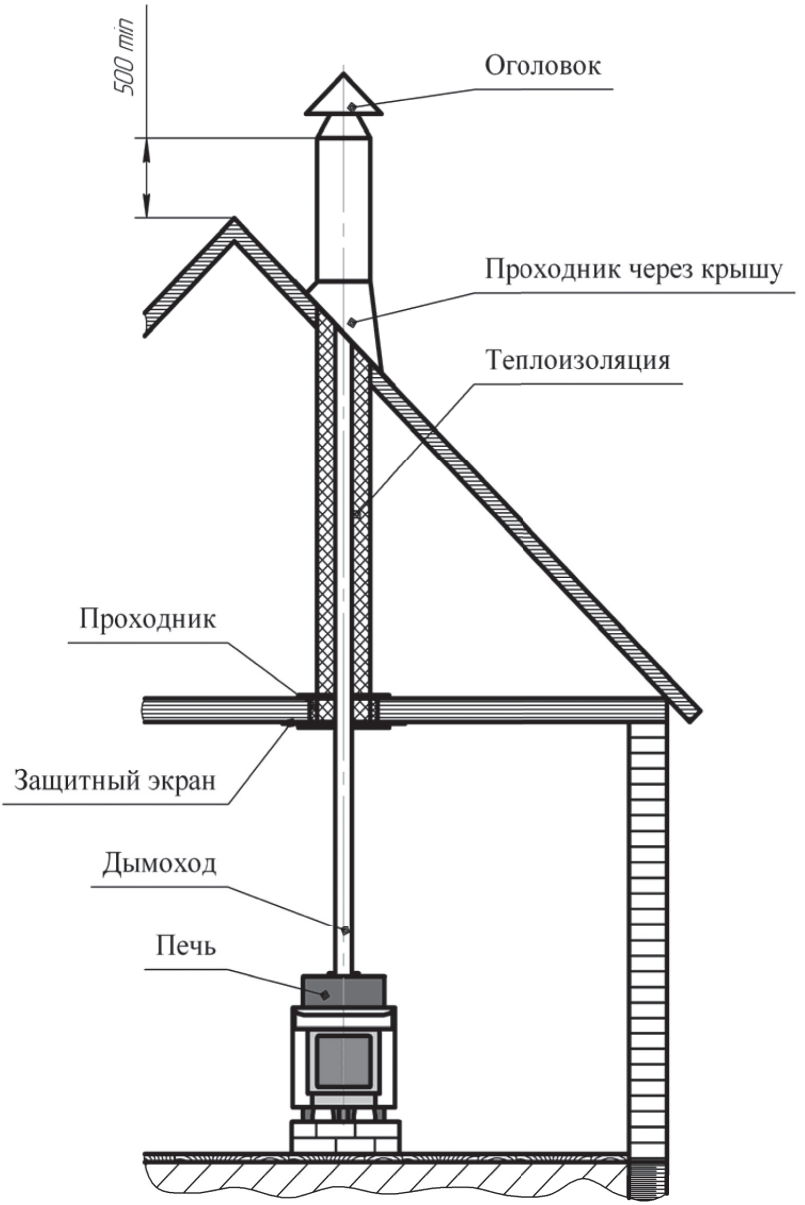

Рисунок 8.3. Монтаж дымового канала.
8.4.4. В потолке (рис. 8.3) обязательно делается противопожарное отверстие размером ок. 2-х диаметров металлической трубы (под размер внешнего диаметра потолочно-проходного устройства). Снизу противопожарное отверстие закрывается металлическим листом. Пространство в потолке между трубой и отверстием заполняют противопожарной изоляцией (базальтовая вата, керамзит) и закрывают сверху металлическим листом.
8.4.5. Металлический дымовой канал вне зоны парной (второй этаж или чердачное помещение, см. рис. 8.3) должен иметь теплоизоляцию из базальтовой минеральной ваты или подобных материалов толщиной не менее 50 мм, что предотвращает образование конденсата. Трубы с изоляцией рекомендуется удерживать в вертикальном положении металлическими уголками или швеллерами, закреплёнными на перекрытии.